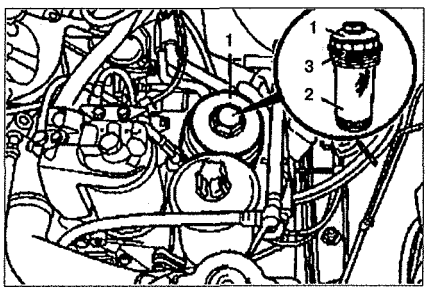

Рис. 1.15. Замена фильтрующего элемента на двигателе 601.
8. Открутите крышку фильтра **1** с помощью гаечного ключа (см.рис. 1.15).